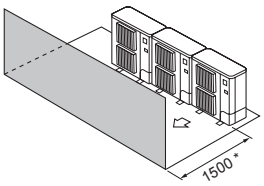

Fig. 2-15
(3) Solo ostacoli anteriori (Fig. 2-15)